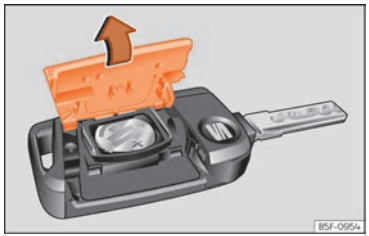

Fig. 48 Llave del vehículo: apertura de la tapa del compartimento para la pila.
- Retire la tapa en la parte trasera de la llave del vehículo en la dirección de la flecha ››› fig. 48 , ››› ⓘ.